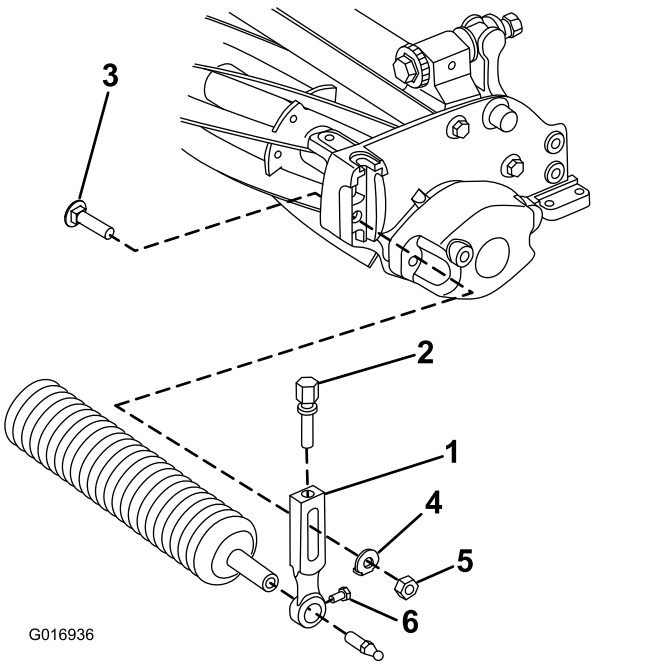

Figuur 3
1. Verwijder de ploegbout, ring en moer waarmee de maaihoogtearmen aan de zijplaat van het maaidek zijn bevestigd (Figuur 3).